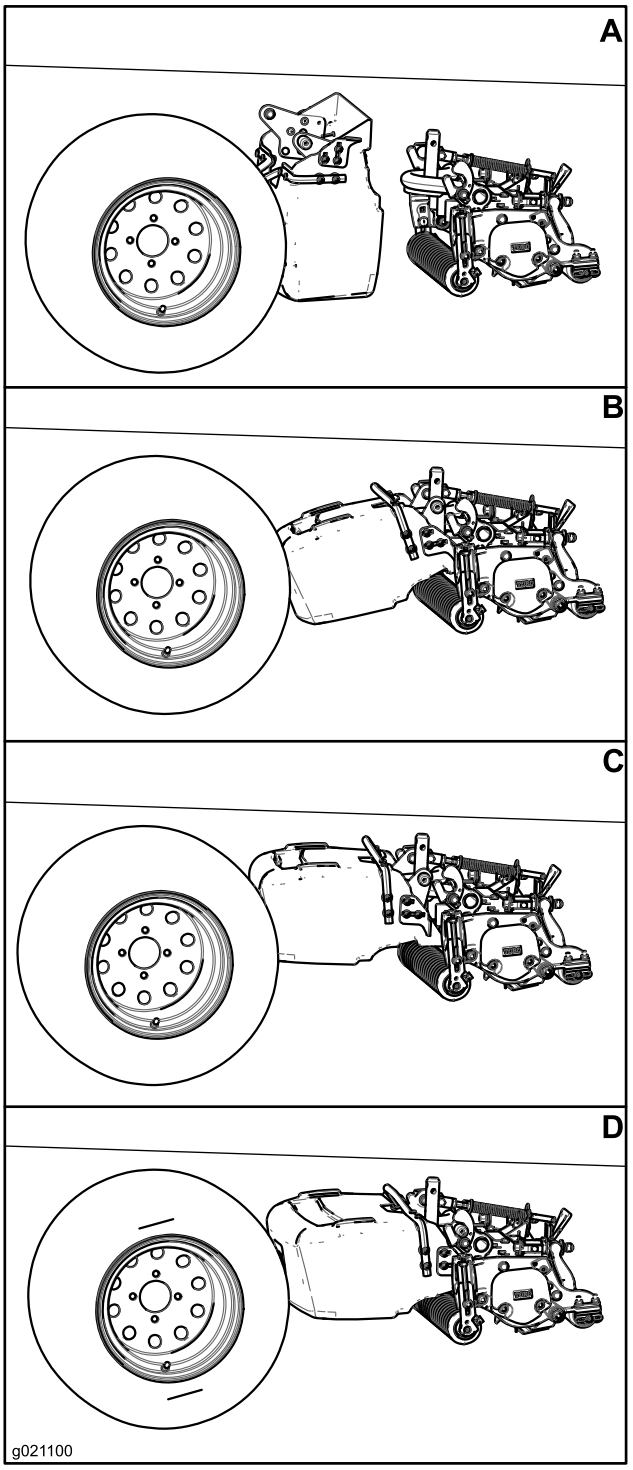

Figura 9
1. Deslice el recogedor debajo de la máquina en posición vertical con el extremo abierto del recogedor hacia arriba, justo por dentro de la rueda (Figura 9 A).
2. Inserte el pasador de montaje del recogedor en el tope de la guía del recogedor (Figura 9 B).
3. Gire hacia arriba de la parte trasera del recogedor, de manera que el tope interior del recogedor quede frente al tope del bastidor de tiro (Figura 9 C).
4. Coloque a presión el otro pasador de montaje del recogedor en el cierre de leva (Figura 9).
1. Retire el pasador de montaje del recogedor del cierre de leva moviendo el pasador de montaje hacia arriba y ligeramente hacia atrás (Figura 9 C).
2. Tire del recogedor ligeramente hacia usted para liberar el pasador de montaje interior del recogedor de la unidad de corte (Figura 9 B).
3. Gire hacia abajo la parte trasera del recogedor, y mueva el recogedor hacia dentro, hacia el centro de la máquina (Figura 9 A).
4. Retire el recogedor de debajo de la máquina (Figura 9 A).